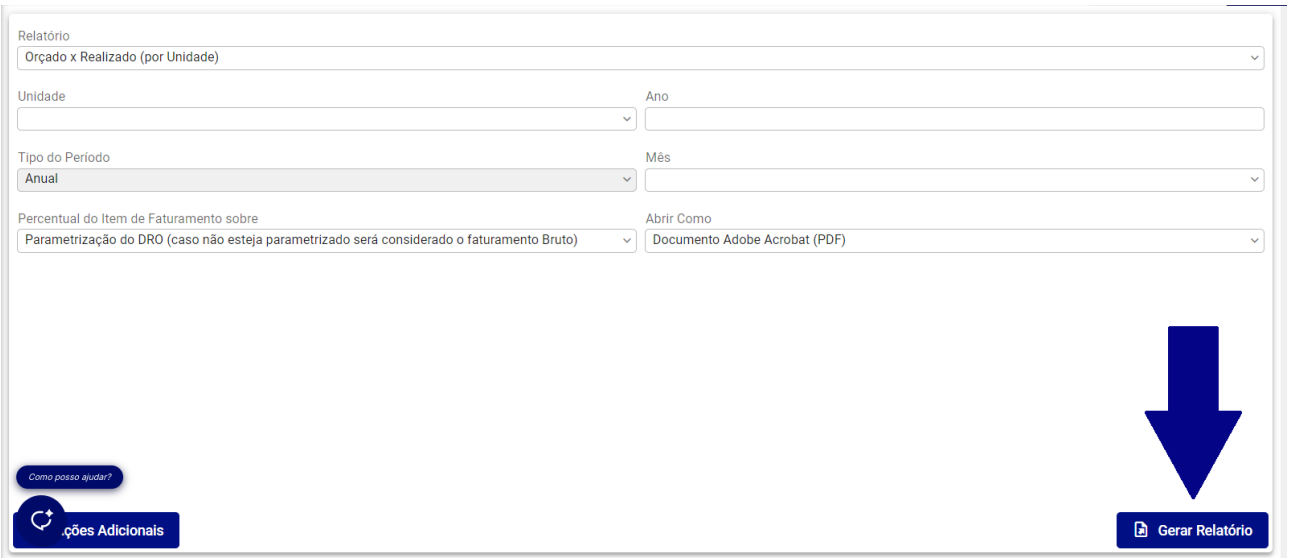

Figura 415: Gerar Relatório
2. Clique em **Gerar Relatório** (Figura 415) para emitir o arquivo.